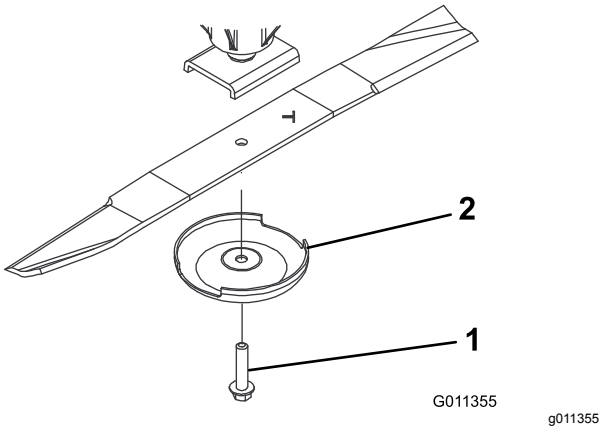

图 70
3. 使用抹布或厚垫手套抓住刀片的端部并从锭轴卸下刀片螺栓、防刮罩和刀片图 70。
4. 使用防刮罩和刀片螺栓安装刀片刀翼面向剪草刀盘图 70。